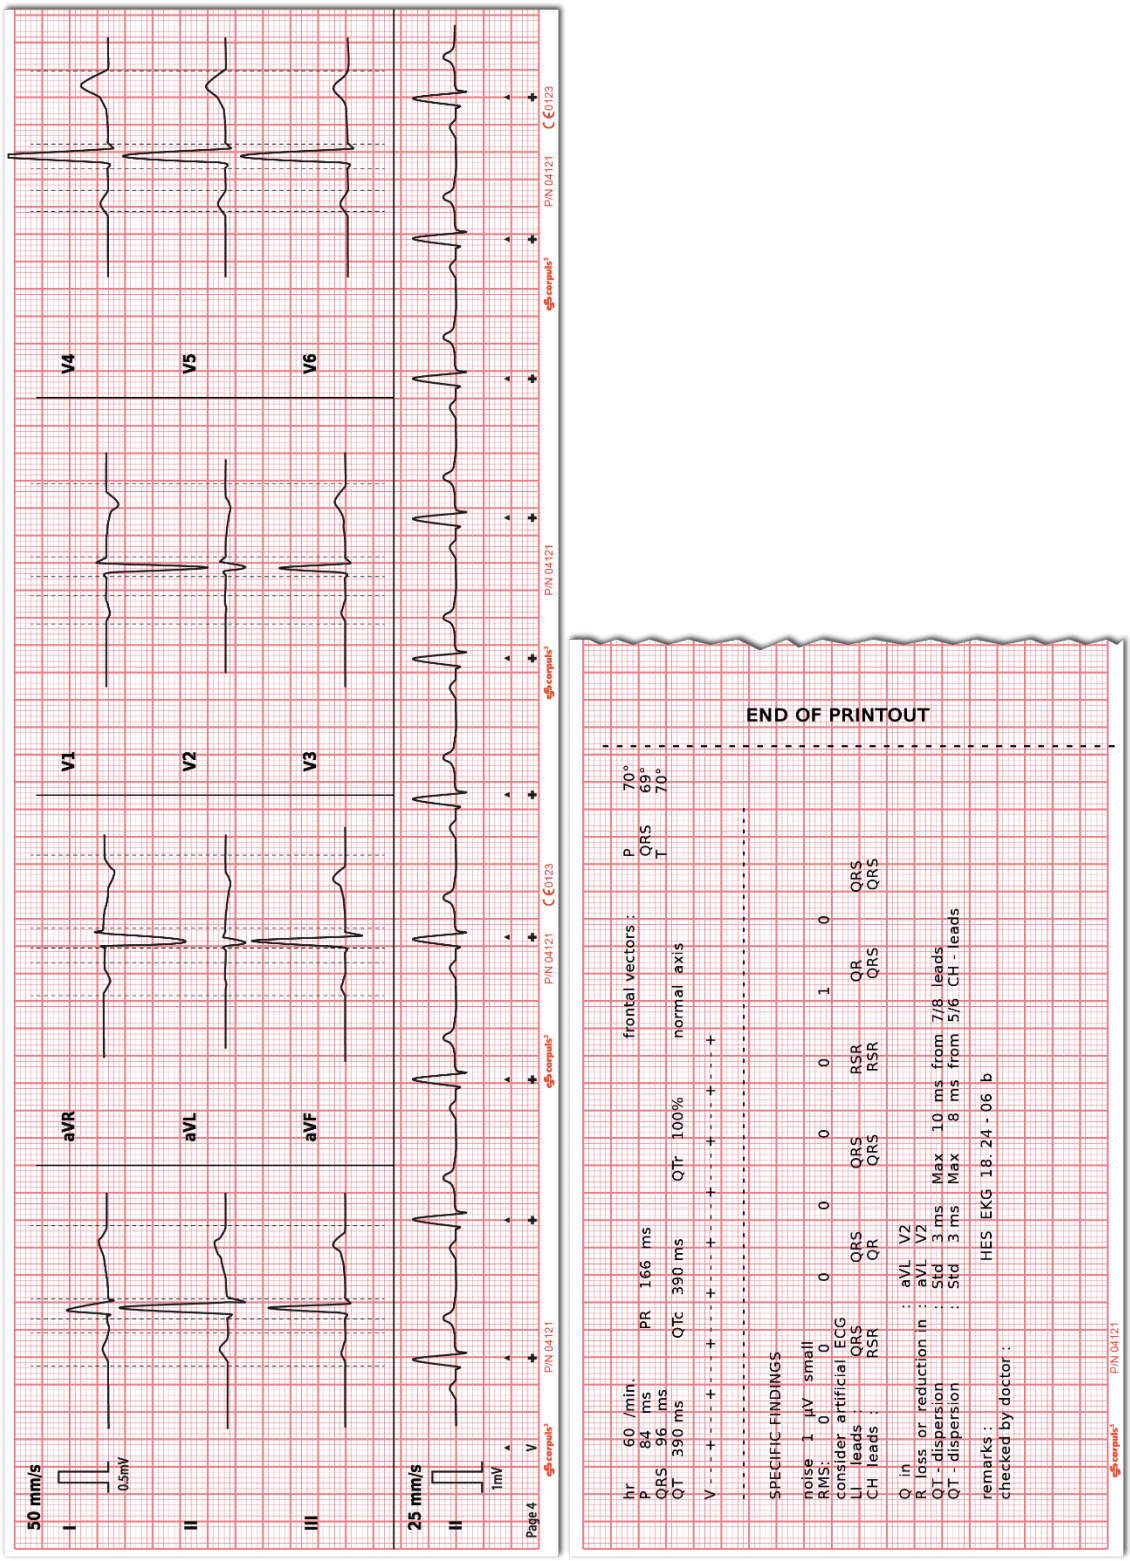

Fig. 6-13 D-ECG printout of the representative cycle with **Glasgow Full Scale** (optional) (illustration may differ)
For the plausibility check of the conclusions about the rhythm and as an aid for the quality check, the ECG measurement/interpretation program **HES®** issues a rhythm- and typing diagram that represents the cycle sequence of the ECG complexes in an abbreviated form (see page 122, Fig. 6-13, item 1).